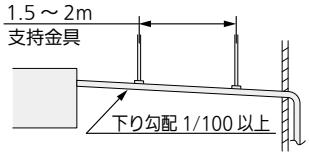

図10
- 下り勾配は（排水側を下に）1/100以上とってください。（図10）